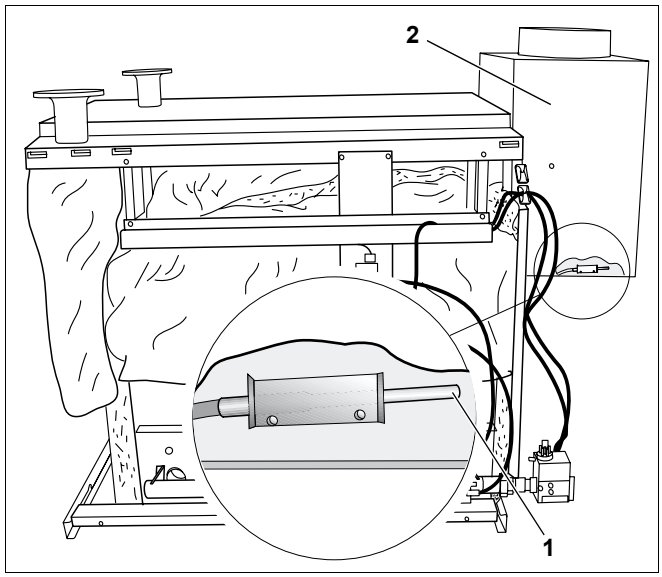

Рис. 14 Проверка температуры дымовых газов
- Открутить датчик дымовых газов (рис. 14, **поз. 1**, два датчика температуры дымовых газов, по одному на горелку) от прерывателя тяги (рис. 14, **поз. 2**).
- При работающей горелке удерживать наконечник датчика температуры (рис. 14, **поз. 1**) в середине потока дымовых газов.
- Установить датчик температуры дымовых газов (рис. 14, **поз. 1**) на место.